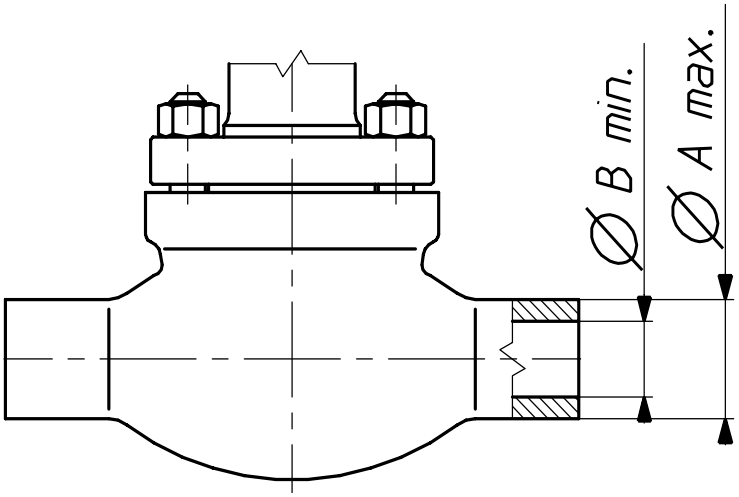
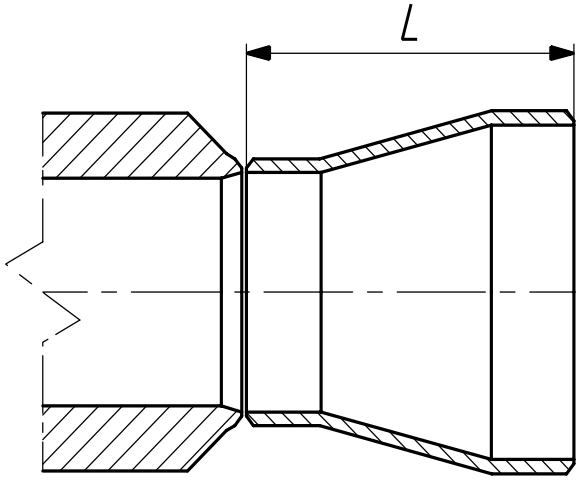

Fig. 6. Dimension of butt welding ends executed as cast
Fig. 7. Reduction stub
•) - execution with reduction stubs as per Fig. 7.
It is allowed to execute connections for other dimensions of pipes. Should pipe dimensions fall within the range ∅B min / ∅A max (Fig. 6, Table 20), connection can be executed as cast. Otherwise reduction stub is to be welded to body end, which shall result in extension of the housing by L or 2L size (Fig. 7, Table 20). Other connection dimensions are allowed upon consulting with manufacturer.